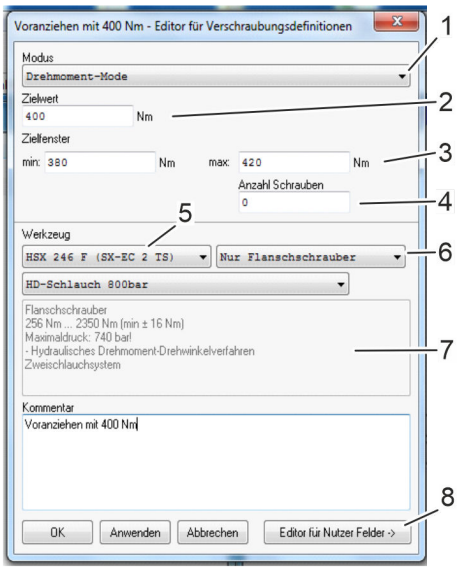

Fig. 28: Bolting definition
5. Enter or complete the parameters for your fastening operation (Fig. 28):